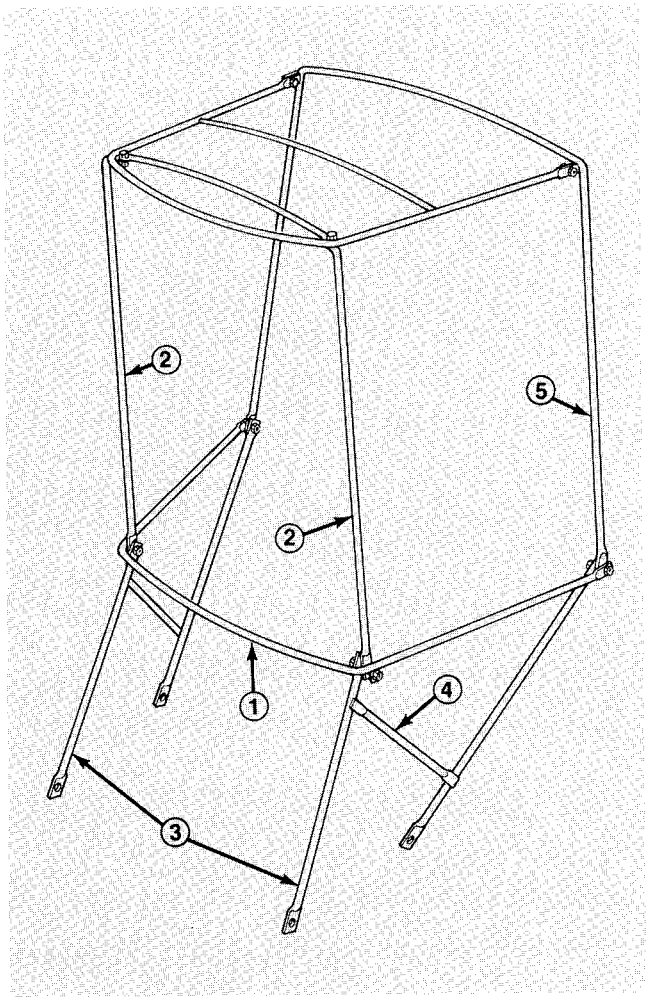

Figure 2
2. Position horizontal curved bow to front corner posts (Fig. 2).
3. Assemble the front corner posts and horizontal curved bow to the front of the attaching brackets and secure with capscrews (¼-20 x ¾") and locknuts (Fig. 2).
4. Assemble the rear vertical bow and horizontal curved bow to the rear of the attaching brackets and secure with capscrews and locknuts (Fig. 2).